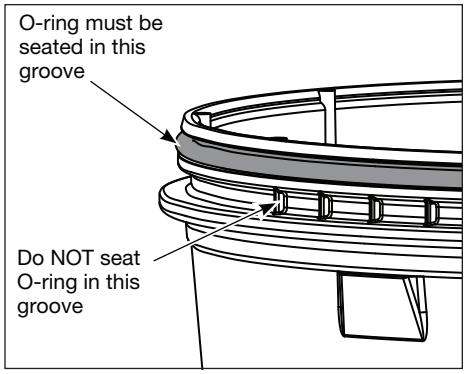

**Figure 7** - O-ring groove
**4.** Inspect O-ring. Ensure the O-ring is clean and properly seated in the O-ring groove (Figure 7). The O-ring should not be twisted.